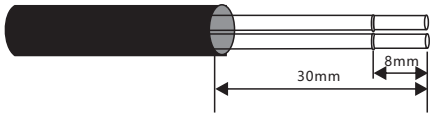

Figure 4.3
a. Strip the insulation and shield to a suitable length. Use diagram below as a guide. (see Figure 4.3).